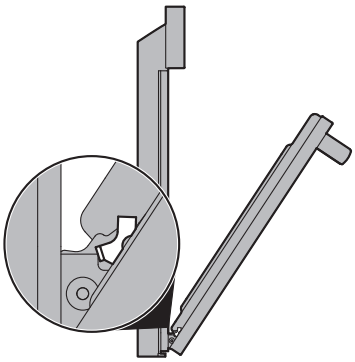

Figure 19: Removal position
3. Grasp the door by the sides, and close the door until the door frame makes contact with the unlocked hinges (Figure 19).
2. Hold the oven door at the same angle as the removal position (Figure 19) Carefully insert the hinge levers into the oven frame until you feel the hinge levers are seated into the hinge notches. The hinge arms must be fully seated into the hinge notches before the oven door can be fully opened.